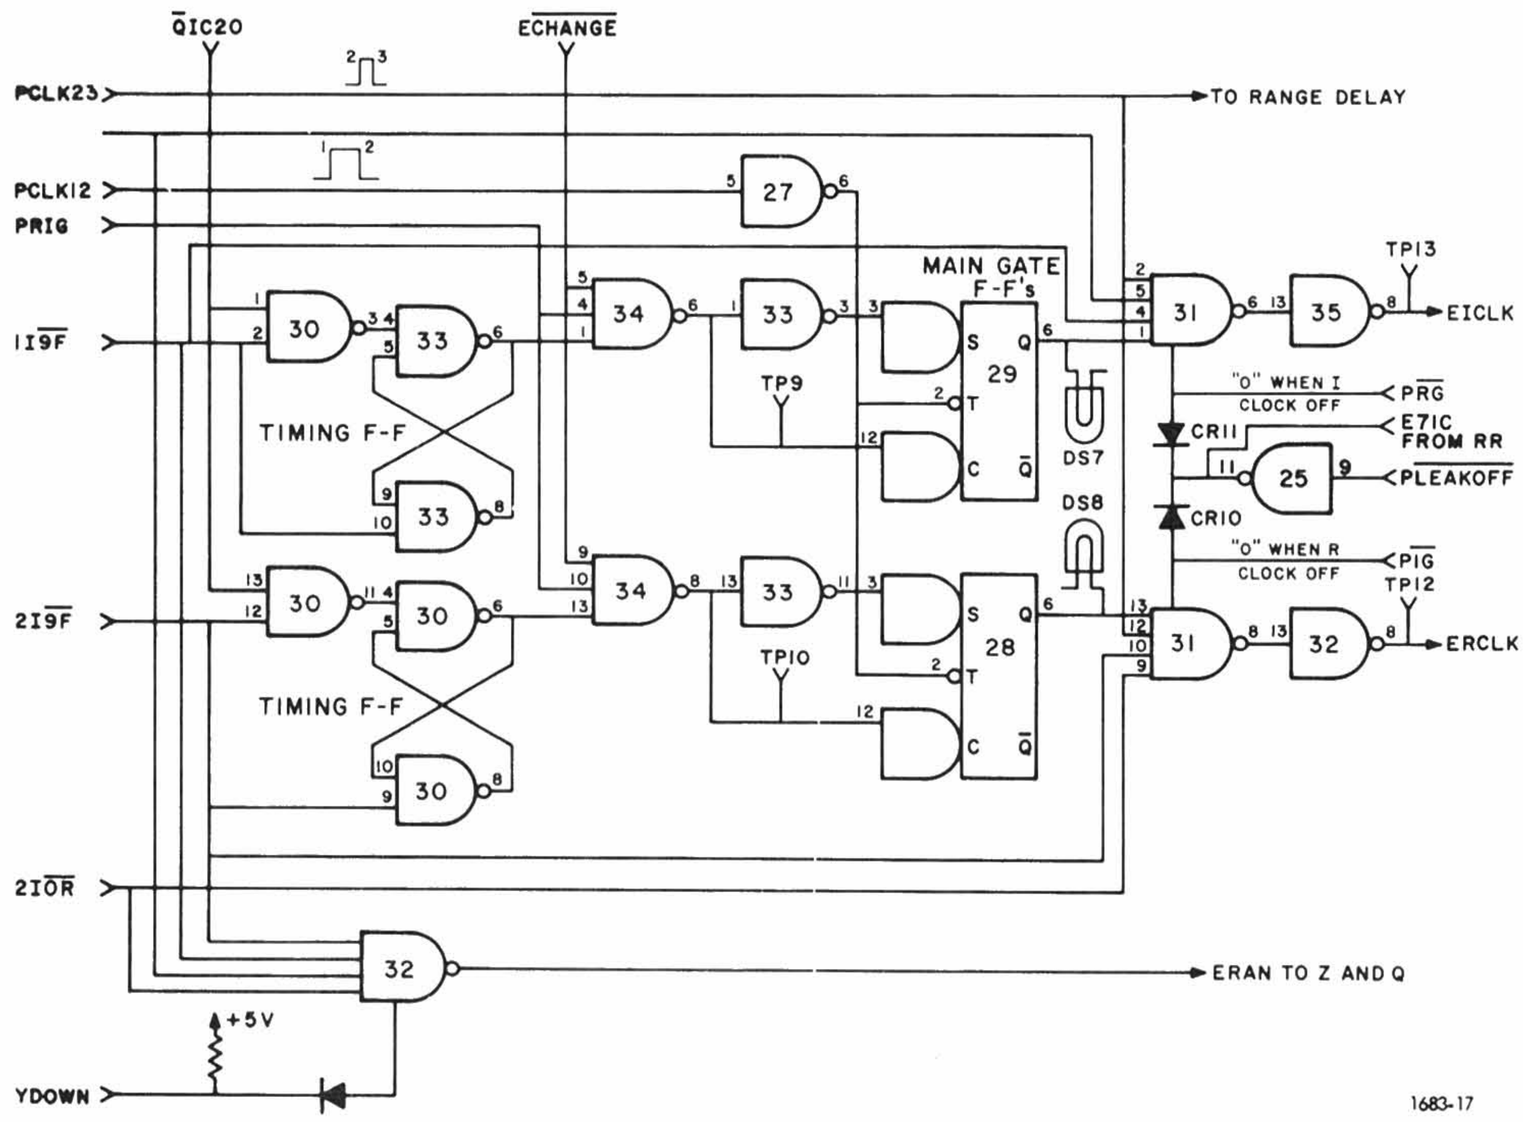

Figure 4-45. Main gates.
Main Gate. The main gate produces two separate clock pulses, one for the 1I counter (EICLK) and one for the 2I(R) counter (ERCLK). Figure 4-45 shows the circuit. The clock pulses are produced by signal PCLK12, which drives the flip-flops, and the PCLK23 pulse. When the flip-flop is set to "1", and a "1" is present at all the inputs to NAND gates 31, except the PCLK23 input, the PCLK23 pulse is passed through the gates when it is applied to the NAND gates under this condition. The following signals disable the main gates: